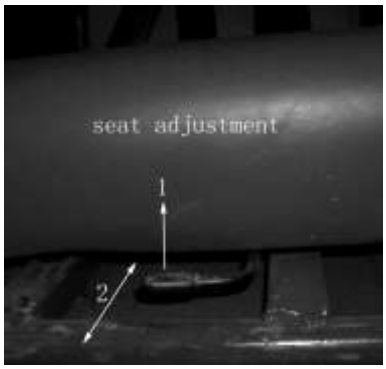

Figure 7
C. Be sure seat adjustment handle snaps back into place and that seat is locked into position. (**See** Figure 7)